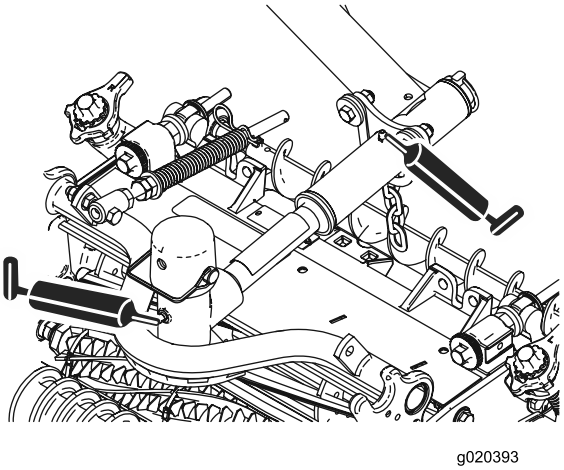

Figur 45
- Klippeenhetstapper (2 hver) (Figur 45)